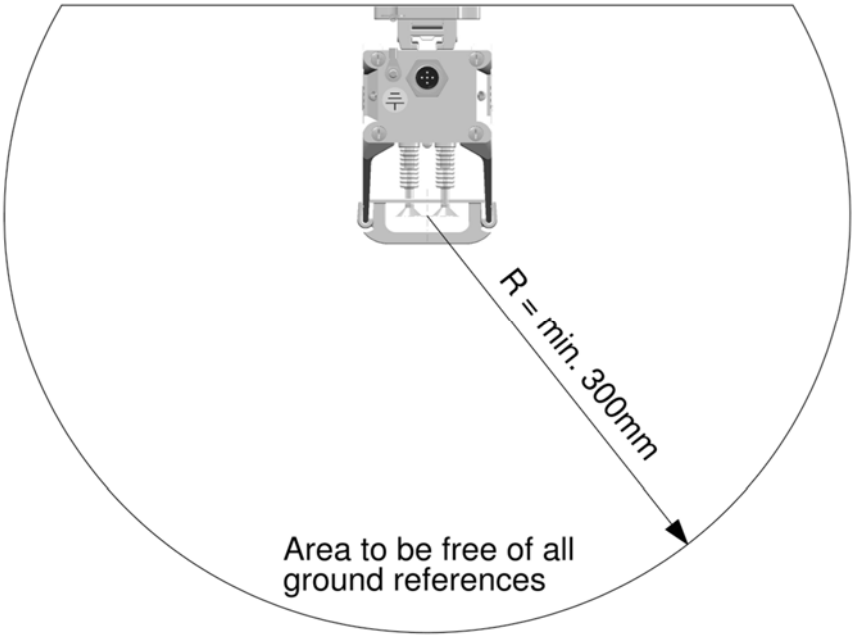

Abbildung 6
- **Siehe Abbildung 6 für die Mindestabstände.**